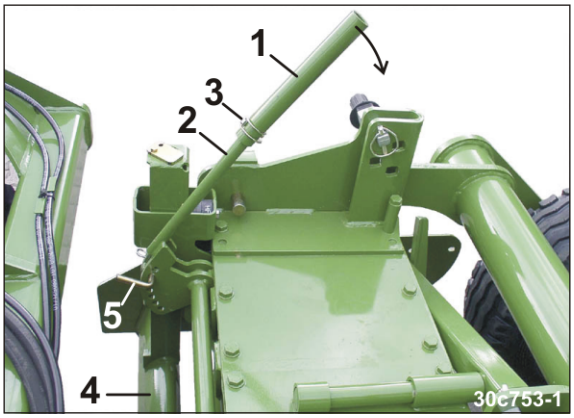

Fig. 163
1. Monter forlængerrøret (Fig. 163/1) omvendt på håndtaget (Fig. 163/2) og sikr den med ringstiften (Fig. 163/3).
→ Planeringsskinnen (Fig. 163/4) løftes.
3. Fastgør planeringsskinnen med bolten (Fig. 163/5) og sikr bolten med fjederstikket.